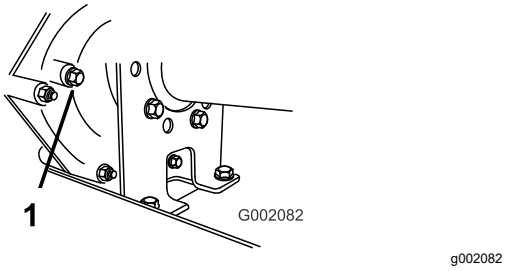

Figur 61
2. Fjern bolten fra niveauindikatorhullet (Figur 61).